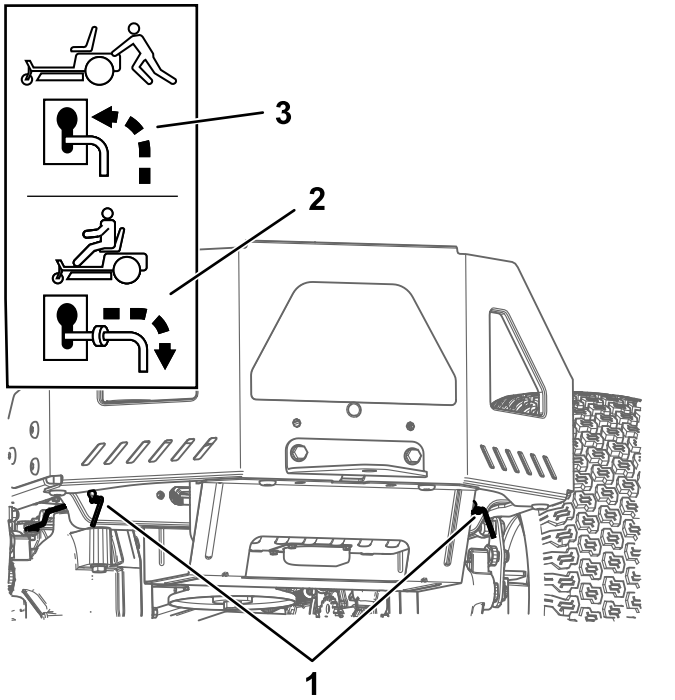

Figuur 30
4. Zet beide omloophendels naar voren door de sleufopening en dan naar beneden om ze vast te zetten (Figuur 30).